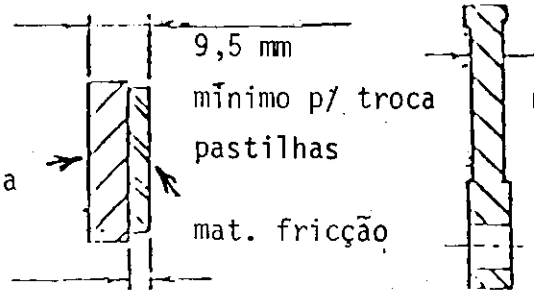

Fig. 1
9 - Fixe com 2 parafusos, a ferramenta "I" na parte superior da carcaça (12) do redutor lateral. FIG. 1.
10 - Com auxílio de um macaco de rodas, monte o redutor lateral, na carcaça da transmissão e fixe-os com as 13 porcas dos prisioneiros (36) com torque de 65 a 85 Lib-pés (9-11,5 Kgmf). FIG. 1.
(REF.FIG. 1, PÁGINA 76)